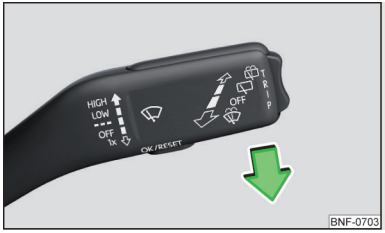

Fig. 161
- Push the lever in the direction of arrow » Fig. 161 within 10 seconds and hold for approximately 2 seconds.